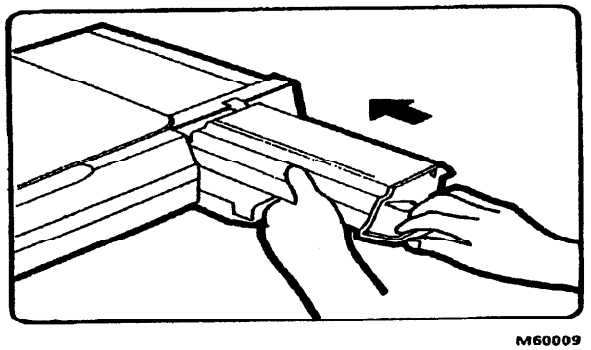

Рис. 4. Установка картриджа тонера
4. (Рис. 4): Продвиньте картридж тонера в аппарат до щелчка, обозначающего полную установку на место.